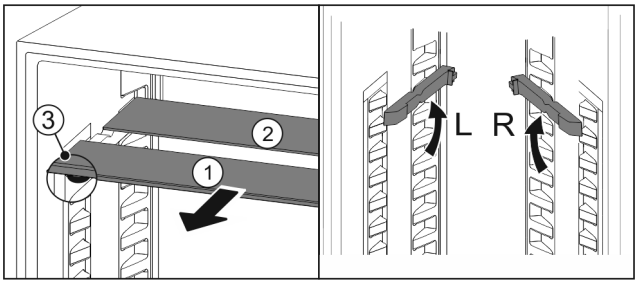

Fig. 25
▶ По одной извлеките *Fig. 25 (1)* стеклянные панели движением вперед.
▷ Стеклянная панель *Fig. 25 (1)* с декоративной планкой лежит спереди.
▷ Стопоры *Fig. 25 (3)* показывают вниз.